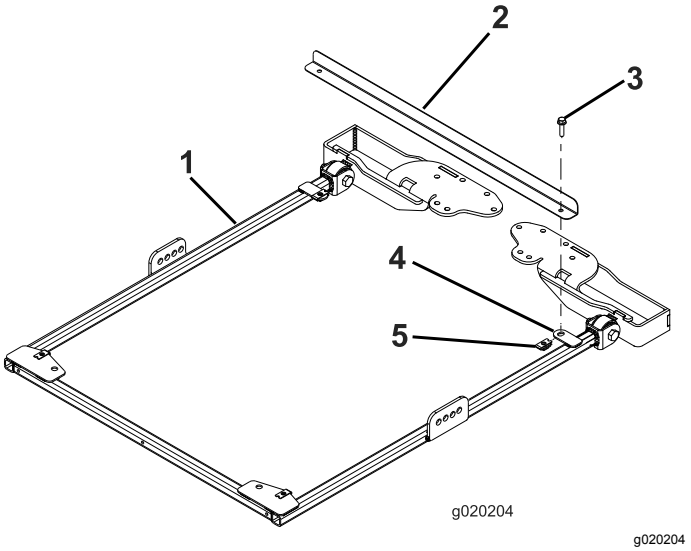

Figuur 17
1. Om het frame goed te kunnen uitlijnen, moet u de frame-uitlijningsbalk bevestigen aan de montagelippen achteraan het zonneschermframe. Gebruik hiervoor 2 flenskopbouten (5/16" x 1¼") zoals wordt afgebeeld in Figuur 17.